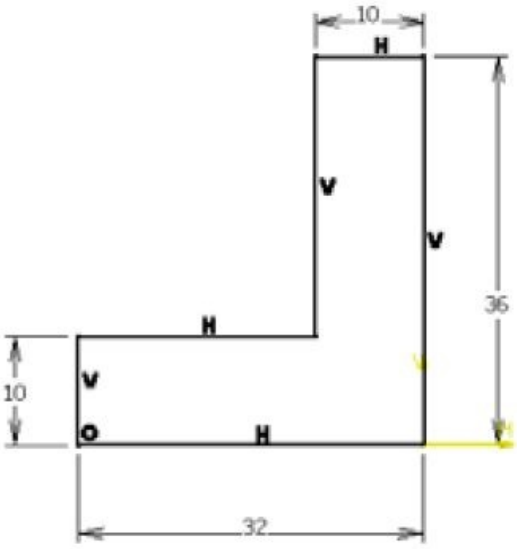

Figure 7-40 *Sketch of the base feature*
a. Create the base feature of the model by extruding the sketch drawn on the zx plane, refer to Figure 7-40 and 7-41.
2. Draw the sketch of the base feature, as shown in Figure 7-40, and exit the **Sketcher** workbench.